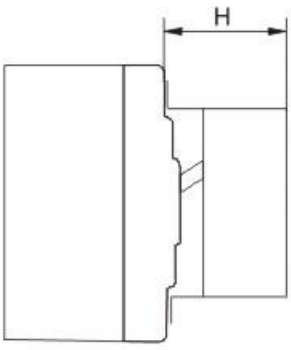

图 20　电动操作机构安装尺寸
5.6　电动操作机构的参数见表 8，安装尺寸见图 20 和表 9。